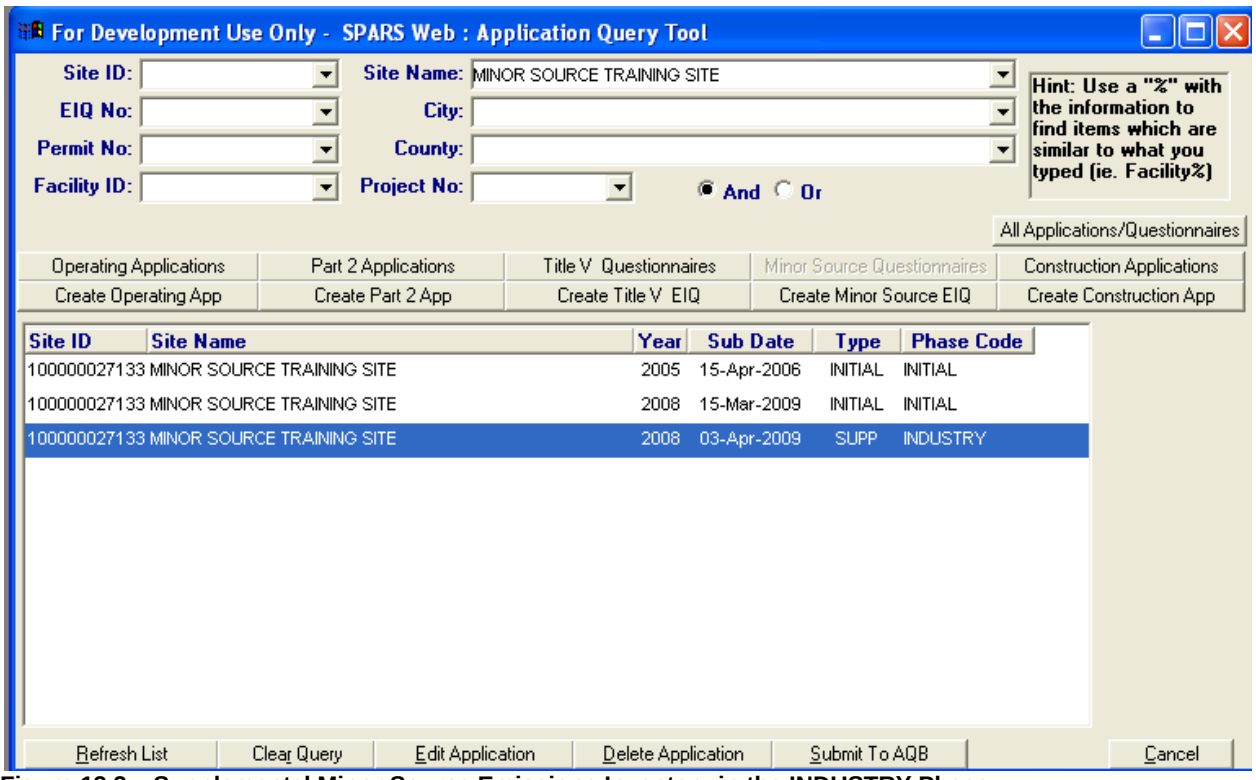

Figure 12.2 – Supplemental Minor Source Emissions Inventory in the INDUSTRY Phase
5. A supplemental inventory in the INDUSTRY Phase will be created (see Figure 12.2).